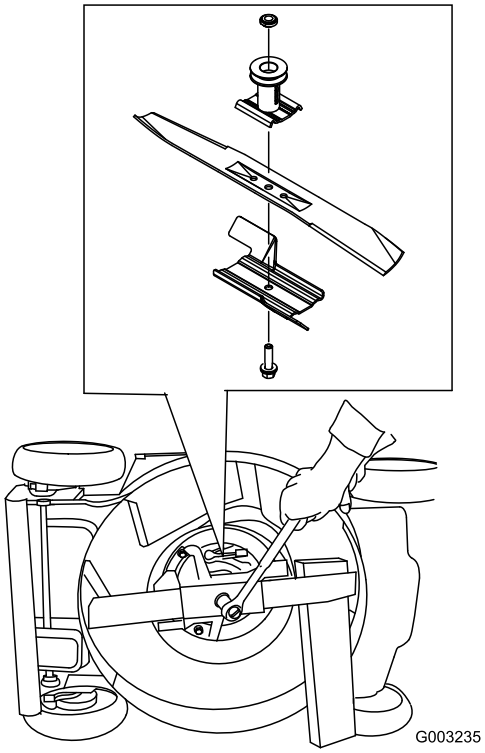

Figur 40
3. Brug en træklods til at holde kniven fast (Figur 40).